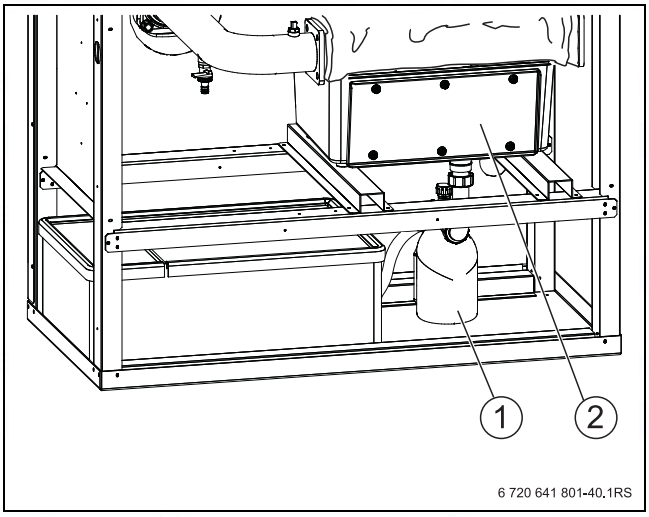

Fig. 59 Removing the siphon
- Remove the siphon (→ Fig. 59, [1]) from the drain of the condensation catch pan (→ Fig. 59, [2]) and place a bucket or pan below it.